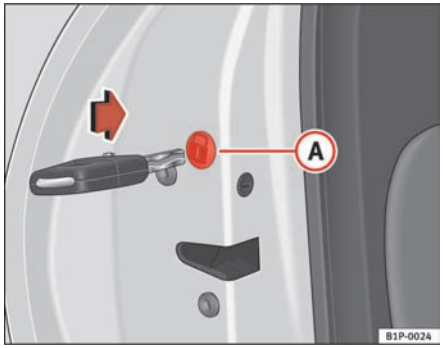

Fig. 58 Locking the doors manually
Open the door and remove the cap (A) ⇒ fig. 58 printed with a lock image. This will expose a circular element with a groove in the centre. Insert the key into the groove and rotate the element clockwise for the right hand side doors and anticlockwise for the left hand side doors.